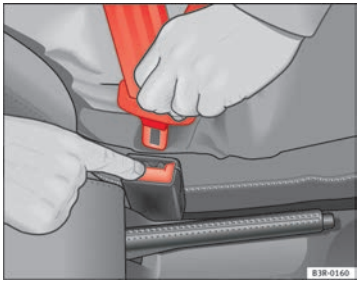

Fig. 15 Removing latch plate from buckle
– Press the red button on the belt buckle ⇒ Fig. 15. The latch plate is released and springs out ⇒ ⚠.